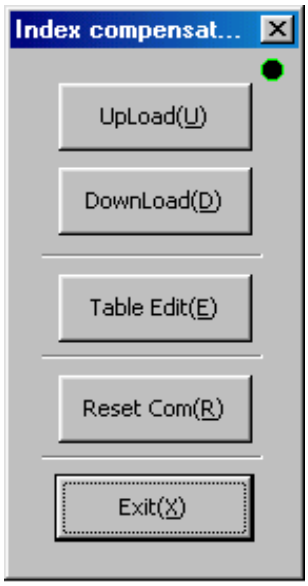

Figure 7.39 “Index compensation” dialog box
(1) Equal division compensation
Click *“IndexTypeA (I)”* on “Index Menu” to display the “Index compensation” dialog box (see Figure 7.39).